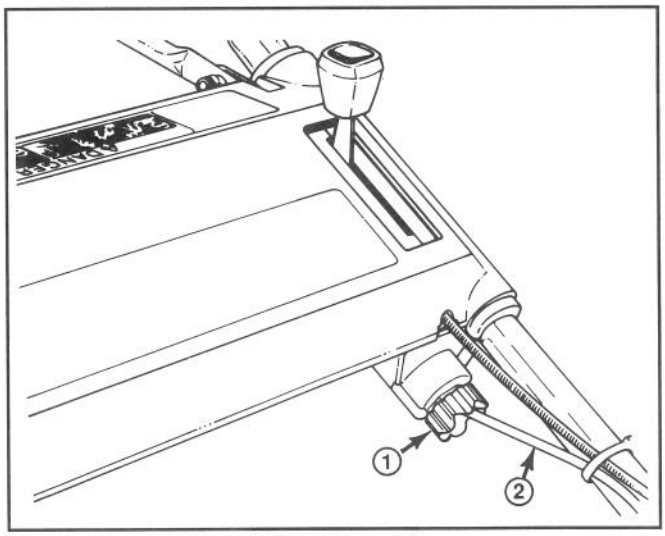

Afbeelding 20
2. Draai de regelingsknop onder de linker zijde van het bedieningspaneel (Afb. 20) een halve slag naar rechts om de aandrijfriem aan te spannen of een halve slag naar links om de riem te ontspannen. Houd de bedieningskabel vast zodat deze niet meedraait.